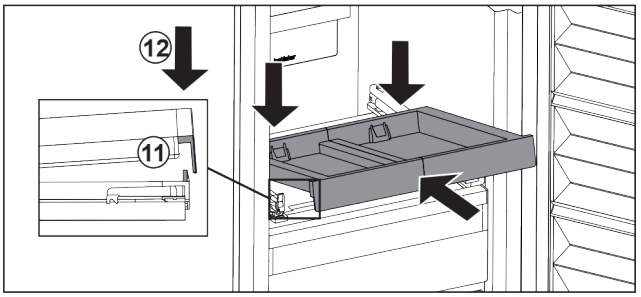

Fig. 32
▶ Вставьте, наклоняя вниз. Обратите внимание на то, чтобы на обеих сторонах упор был за накладкой. *Fig. 32 (11)*
▶ Снимите выдвижную панель спереди. *Fig. 32 (12)*